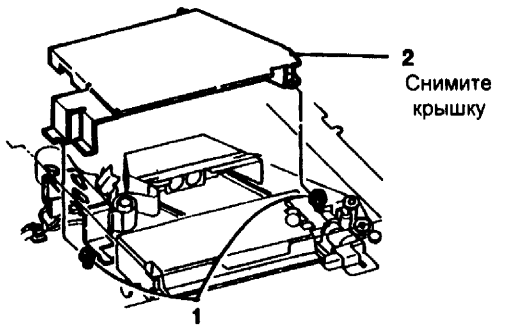

Рис. 1 Снятие крышки блока оптики
2. (Рис. 1) Снимите крышку блока оптики.